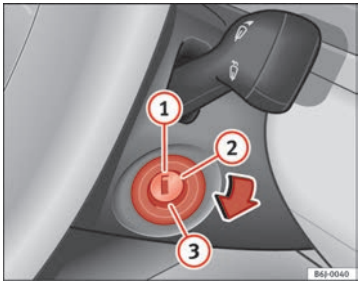

Fig. 97 Ignition key positions
In this position ⇒ fig. 97 the ignition and the engine are OFF and the steering may get locked.
– Turn the ignition key to position ⇒ fig. 97 (2). The indicator lamp ⌀ will light for engine pre-heating.
– When the warning lamp turns off, turn the key to position (3) to start the engine. Do not press the accelerator.
– Turn the ignition key to position ⇒ fig. 97 (1).